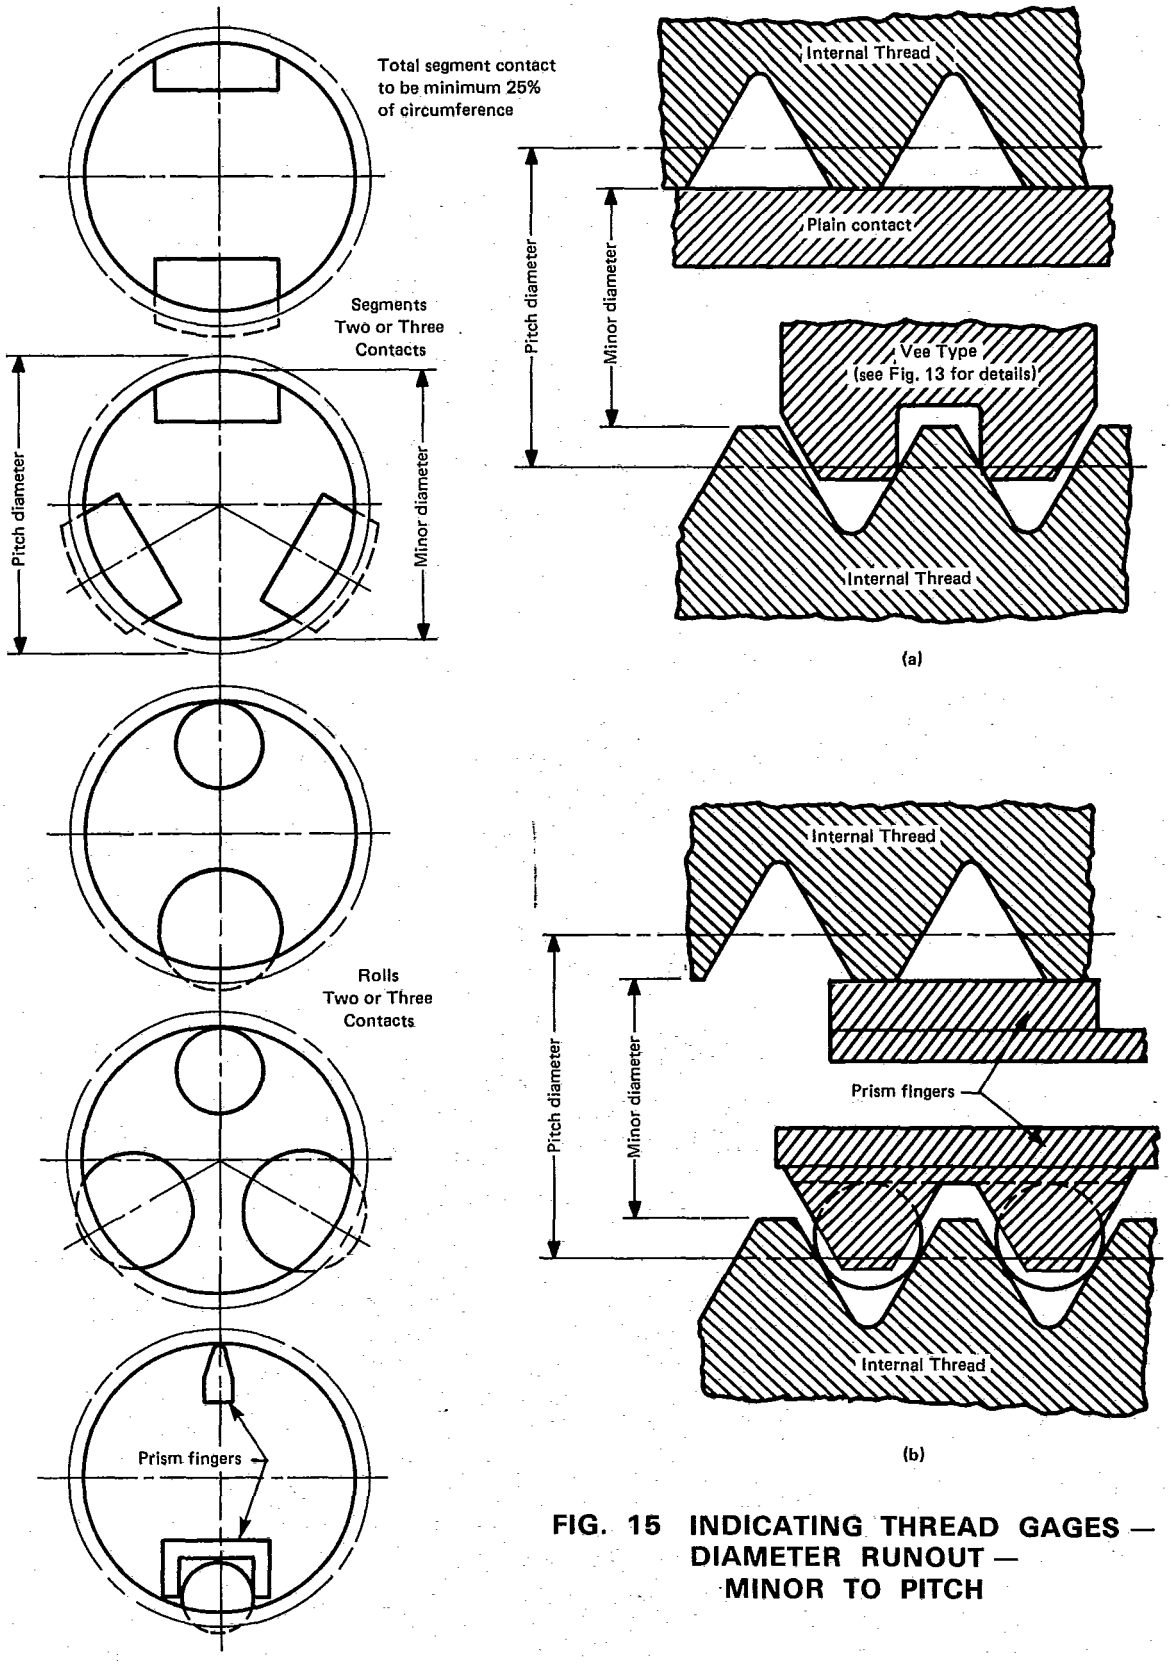

FIG. 15 INDICATING THREAD GAGES — DIAMETER RUNOUT — MINOR TO PITCH
4.12.2 Basic Design. Indicating gages have three contacts, one plain and two threaded, at 120 deg.; or two contacts, one plain and one threaded, at 180 deg. See Fig. 15, sketch (a). The range of segments is 5 mm and larger; the range of rolls is 75 mm and larger.
plain prism shaped finger 180 deg. apart from the ball contact. See Fig. 15, sketch (b): the range is 15 mm and larger.
4.12.3 Thread Form. The specifications for thread form on vee segments or rolls are summarized in Fig. 15. Plain contacts have line bearing on minor diameter of product. Balls are "best size" thread ball contacting thread at pitch line.